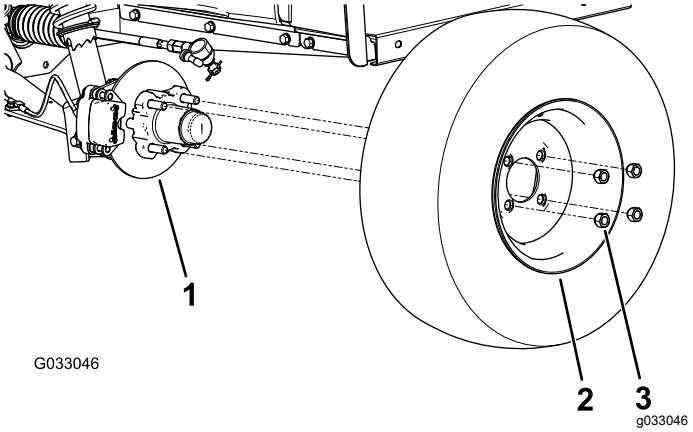

**Figuur 25**
2. Verwijder de 4 wielmoeren waarmee het wiel aan de naaf bevestigd is (Figuur 25).
4. Lijn de openingen in het wiel uit met de bouten van de naaf en monteer het wiel op de naaf met het ventiel naar buiten gericht (Figuur 25).
5. Bevestig het wiel aan de naaf met de wielmoeren (Figuur 25).